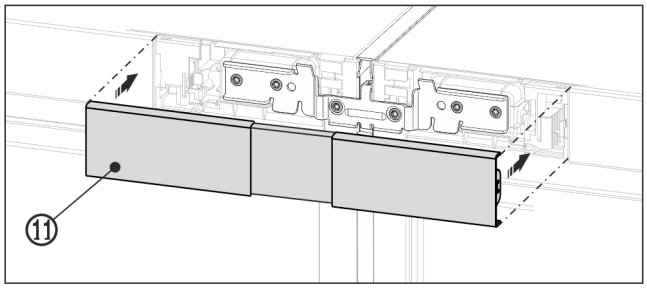

Fig. 19 Reprezentare exemplificativă
▶ Fixați capacul *Fig. 19 (11)* pe porțiunea încă deschisă dintre cele două măști ale panoului de comandă. Aveți grijă ca laturile exterioare ale capacului să fie aliniate la nivel cu măștile panourilor de comandă.